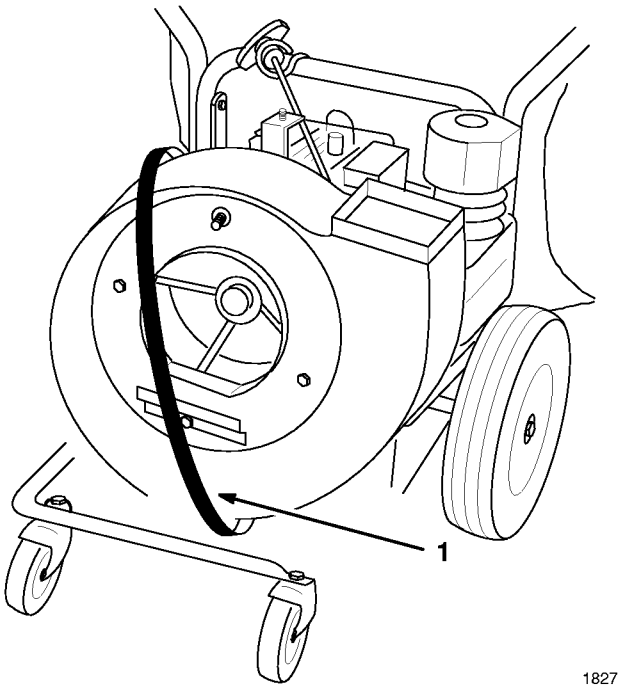

Figure 26
5. Remove front snout (Fig. 26).
6. Slip the bag off the chute and remove chute (Fig. 26).
9. Route the new belt around the blower housing (Fig. 26).